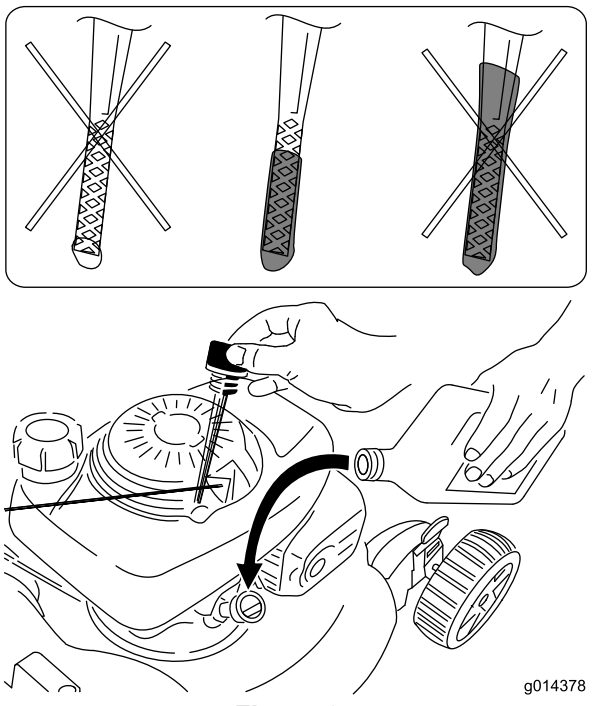

Figuur 24
9. Haal de peilstok eruit en controleer het oliepeil (Figuur 24).